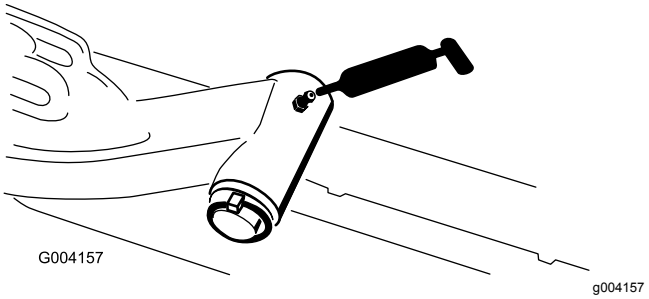

Figur 47
- Lyftarmens svängaxel (1 var) (Figur 47)